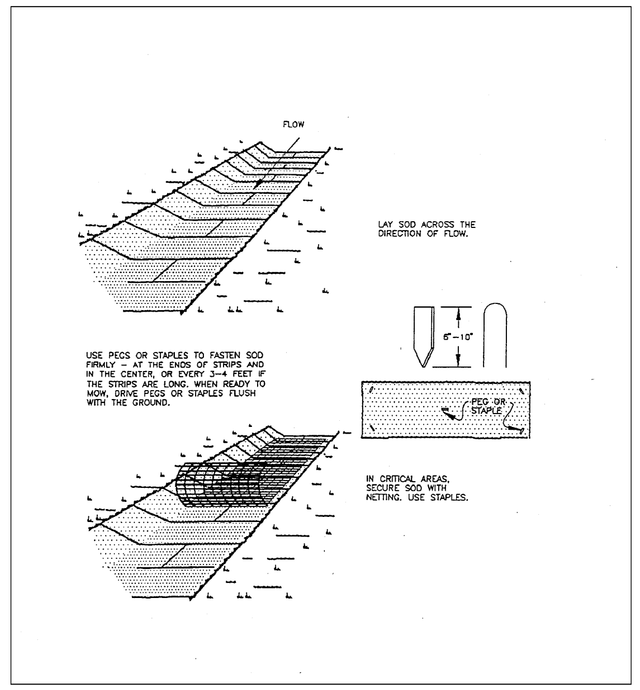

Figure 7.6b. Sodding Swales and Waterways
1. *Irrigate areas to be sodded with a minimum of ½ inch (13 mm) of water, unless recent rains have provided an equivalent amount of moisture (see **Figure 7.6b**).*